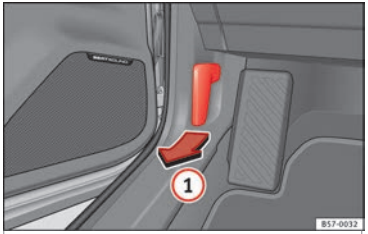

Fig. 9 Release lever in the driver's footwell area.
- Opening the bonnet: Pull the lever under the dashboard ››› **Fig. 9** (1).